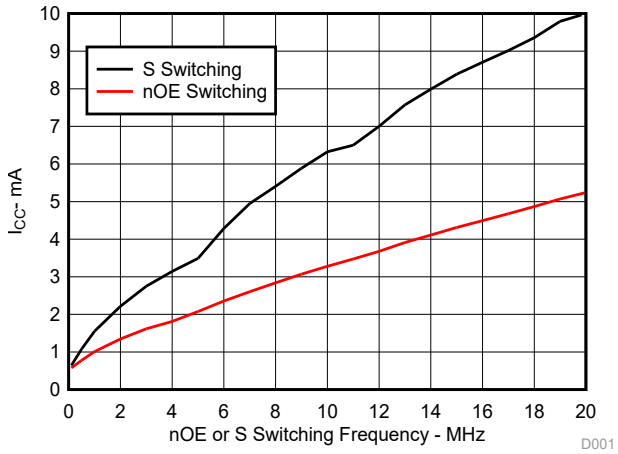

图 5-2. 典型的 I_{CC} 与 $\overline{OE}$ 或 S 开关频率间的关系，V_{CC} = 3.3V
(1) V_{IN} 和 I_{IN} 以控制输入为基准。V_I、V_O、I_I 和 I_O 以数据引脚为基准。
(2) 所有典型值均在 V_{CC} = 3.3V（除非另外注明）、T_A = 25°C 时测得。
(3) 对于 I/O 端口，参数 I_{OZ} 包括输入漏电流。
(4) 此参数是每个输入在指定 TTL 电压电平而不是 V_{CC} 或 GND 时电源电流的增加情况。
(5) 此参数指定与单个控制输入的工作频率相关的动态电源电流（请参阅图 5-2）。
(6) 在通过开关的指示电流下，由 A 和 B 端子之间的压降测量。通态电阻由两个（A 或 B）端子的较低电压决定。